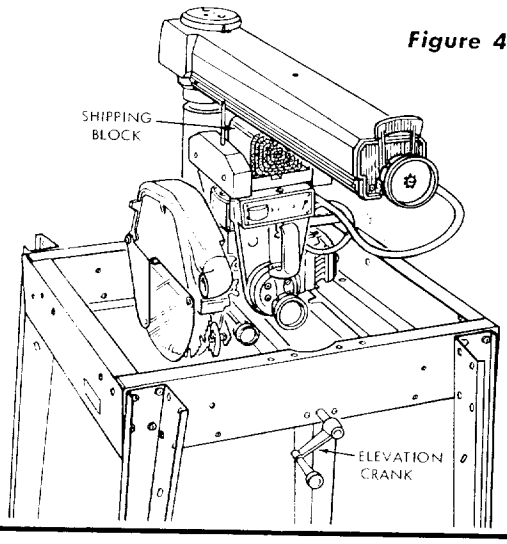

Figure 4
a. Install the elevation crank (figure 4) on end of elevation shaft and tighten the set screw on flat portion of shaft with a 1/8-inch hex-L wrench.
b. Rotate the elevation crank clockwise several turns to free the shipping block (fibre pad), located between the carriage and radial arm. (See figure 4.) Remove and discard the shipping block.